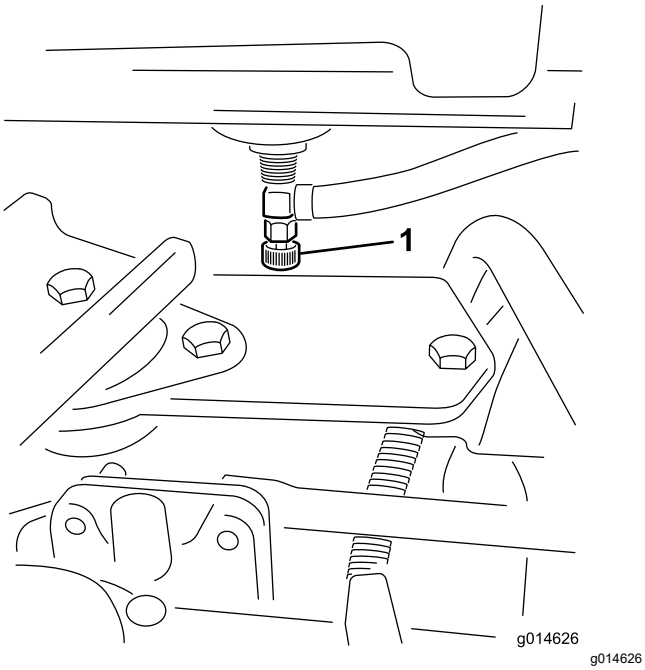

Figur 34
1. Lukk drivstoffavstengingsventilen (Figur 34) under drivstofftanken.